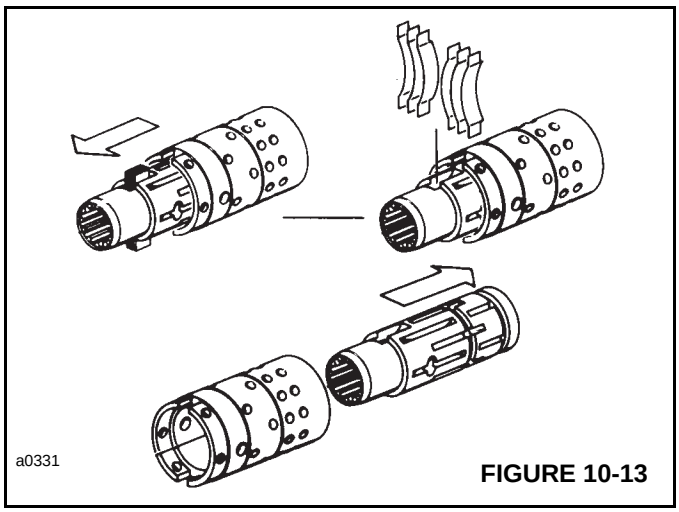

FIGURE 10-13
12. Push spool (12) partially from control end of sleeve (9). Remove six centering springs (10) from the spool carefully by hand. See Figure 10-13
13. Push spool (12) back through and out of sleeve (9). Rotate spool slowly when removing from the sleeve. See Figure 10-13.